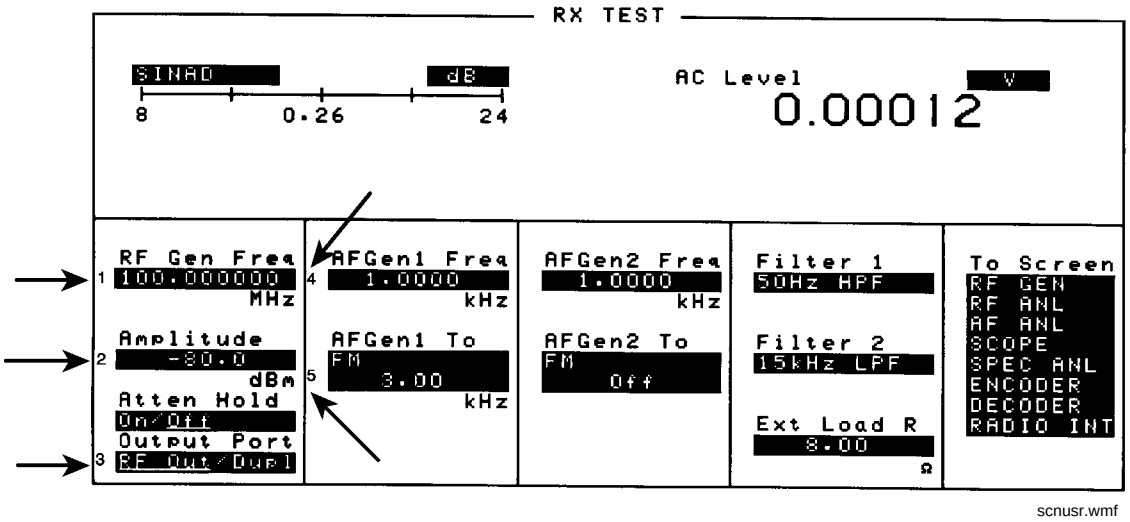

Figure 9 **An Example of Pre-Assigned Local User Keys**
1. Press and release the SHIFT key, then the k4 key to access the ASSIGN function; then press the ENTER key. The numbers 1 through 5 appear in front of various fields. (See **figure 9** .)